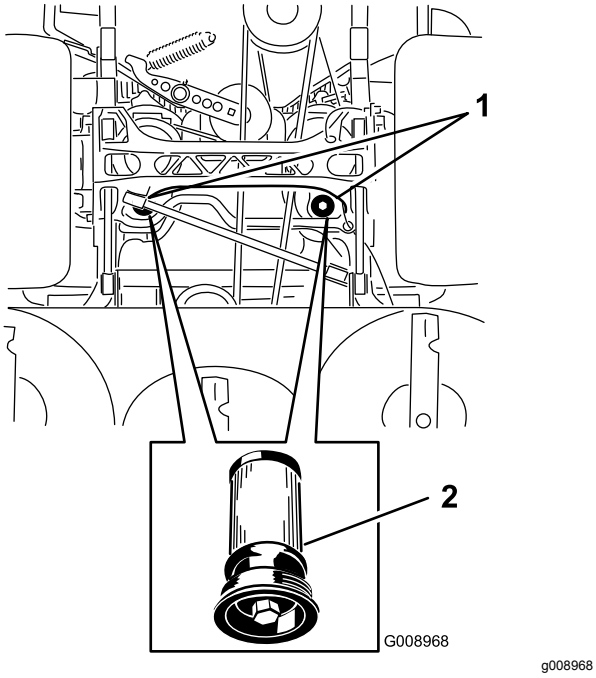

Figur 92
5. Stil et aftapningskar under filteret, fjern det gamle filter, og tør overfladen ren (Figur 92).
6. Påfør gummipakningen på det nye filter et tyndt lag hydraulikolie (Figur 92).